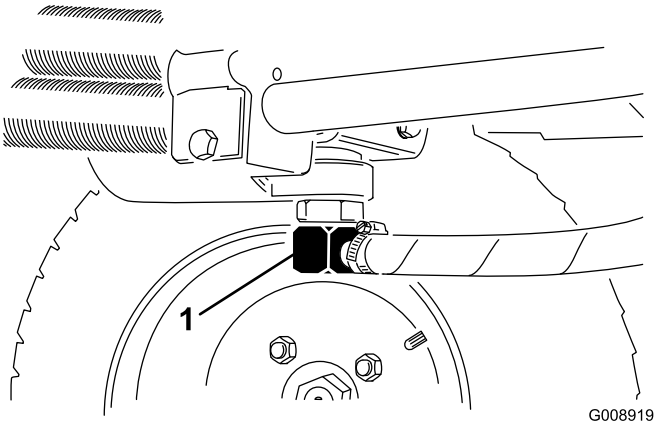
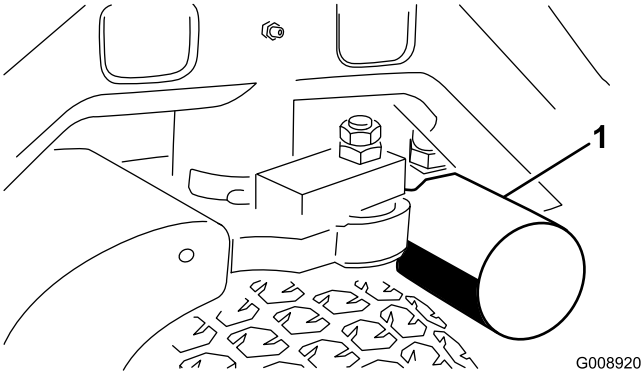

Figuur 75
Figuur 76
2. Maak de hydraulische leiding (Figuur 75) los of verwijder het hydraulische filter (Figuur 76) en laat de hydraulische vloeistof in een opvangbak lopen.
4. Plaats een opvangbak onder het filter (Figuur 76) en verwijder het filter.